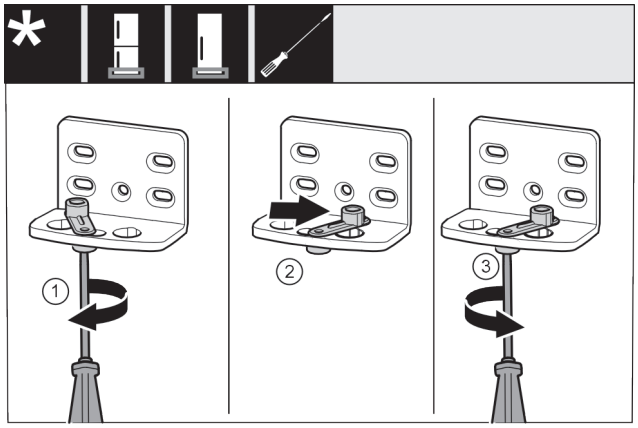

Fig. 19 *
- ▶ Schroef *Fig. 19 (1)* met een schroevendraaier losdraaien.*
- ▶ Deursluithulp *Fig. 19 (2)* optillen en 90° naar rechts in de boring draaien.*
- ▶ Schroef *Fig. 19 (3)* met een schroevendraaier vastschroeven.*